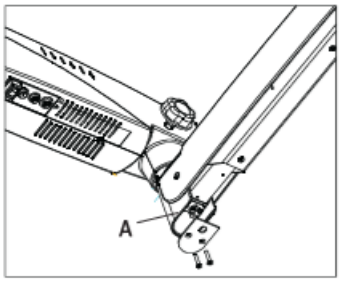

Fig. 56
3. **Use hexagonal wrench of 8mm in bolt (A) shown in fig.56 rotate it clockwise to increase desired tension on Gas spring.**